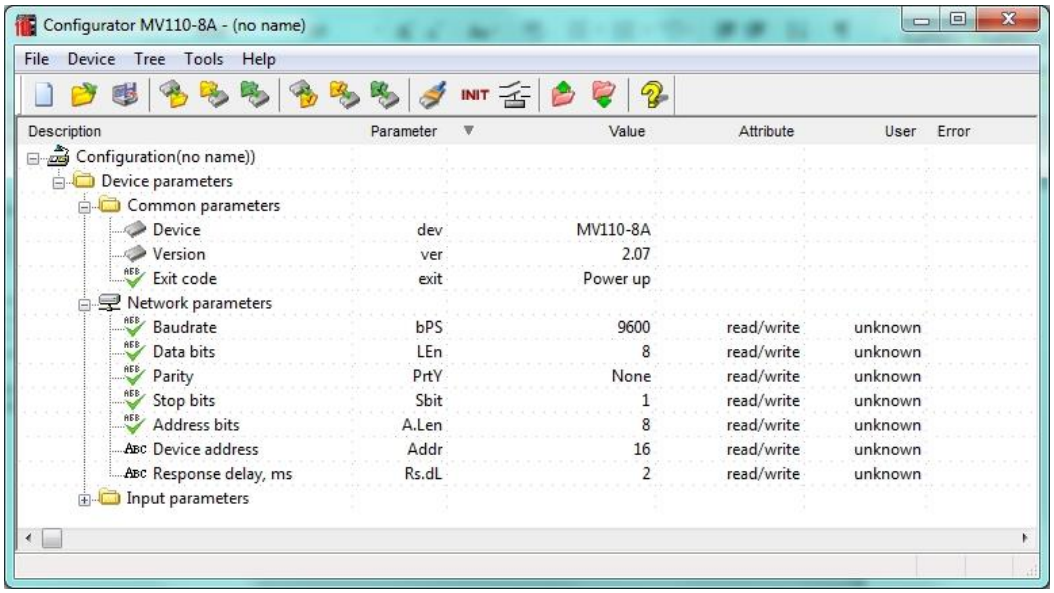

Fig. 8.2 Ventana principal del "M110 Configurator"
- La ventana principal del configurador se abrirá. Los parámetros de comunicación almacenados en el módulo podrán ser leídos. (ver Fig. 8.2)